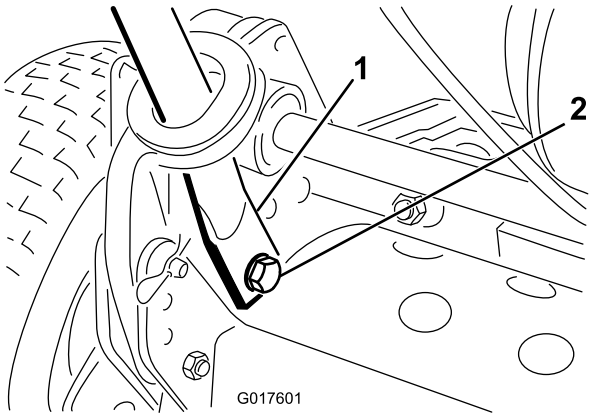

**Figuur 3**
4. Druk de uiteinden van de handgreep naar binnen en bevestig ze op de montagepennen (Figuur 3).
5. Bevestig de uiteinden van de handgreep aan de montagepennen met behulp van de bijgeleverde bouten, ringen en borgringen (Figuur 3).
6. Bevestig de onderkant van de handgreep armen aan beide zijden van de maaimachine met behulp van de bouten en borgmoeren die u eerder hebt verwijderd (Figuur 3). Let erop dat u de lagers in de montageopeningen van de handgreeparm plaatst.
7. Bevestig de handgreeparmen aan de achterkant van het frame met behulp van de R-pennen en de ringpennen die u eerder hebt verwijderd (Figuur 3).